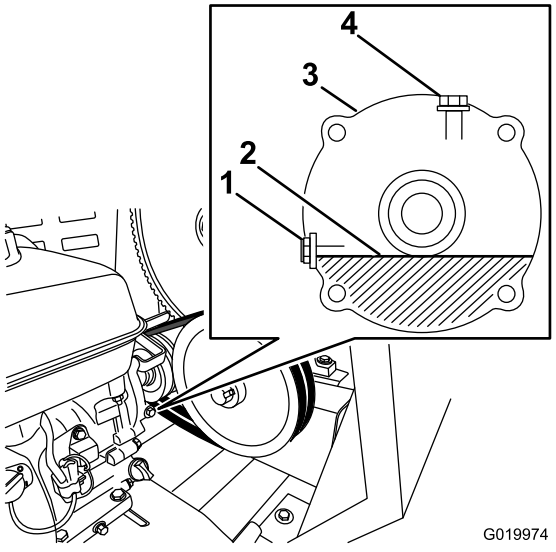

Figure 63
2. Locate the reduction case between the engine and the engine pulley (Figure 63).
4. Remove the oil-level-check bolt and washer from the oil-level port (Figure 63).
A. Remove the filler bolt and washer from the filler port on the top of the reduction case (Figure 63).
C. Install the filler bolt and the washer to the filler port of the reduction case, and tighten the filler bolt (Figure 63).
5. When the oil is level is flush with the threads at the bottom of the oil-level port, install the oil-level-check bolt and the washer to the port and tighten the oil-level-check bolt (Figure 63).
8. Slowly add the specified oil into the fill port until the oil level is level with the threads at the bottom of the oil-level port (Figure 63).